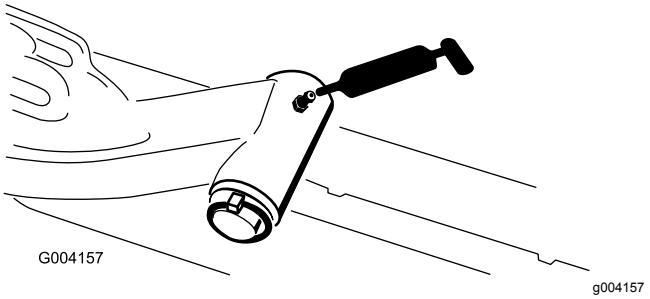

Figur 41
- Svingaksel for løftearm (1 hver) (Figur 41)